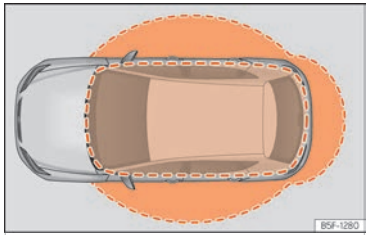

Fig. 72 Keyless Access: zones de proximitat.
- El vehicle es desbloqueja quan la clau de contacte es detecta en una àrea propera ››› fig. 72. Tots els intermitents s'il·luminen dues vegades.